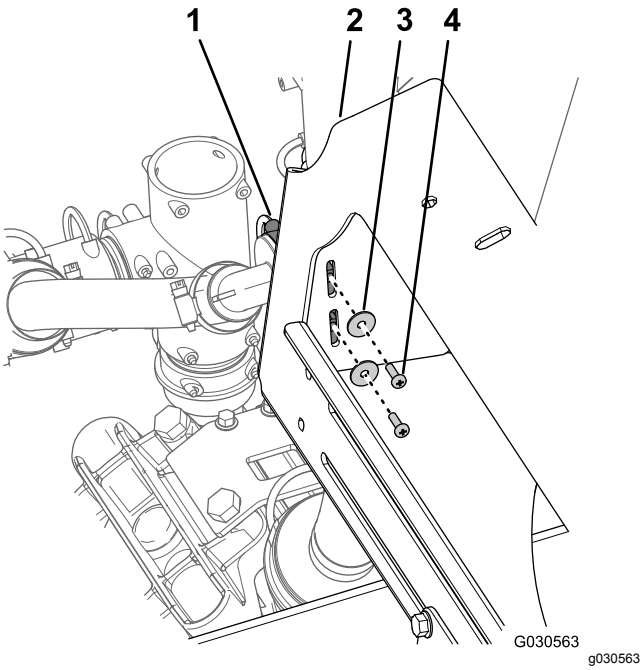

Figur 97
1. Fjern de to rundhovedede skruer (nr. 10 x 5/8 tomme) og to spændeskiver (nr. 10), der fastgør T-fittingen på venstre side af manifoldbeslaget (Figur 97).